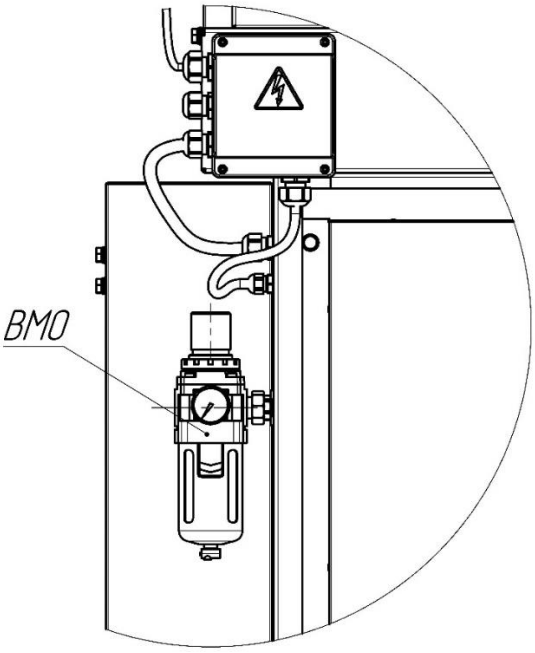

Рисунок 2
3.1.2 Модели стола сварщика без встроенного компрессора оснащаются влагомаслоотделителем – «ВМО» (рисунок 2), через который осуществляется подача сжатого воздуха к системе регенерации.